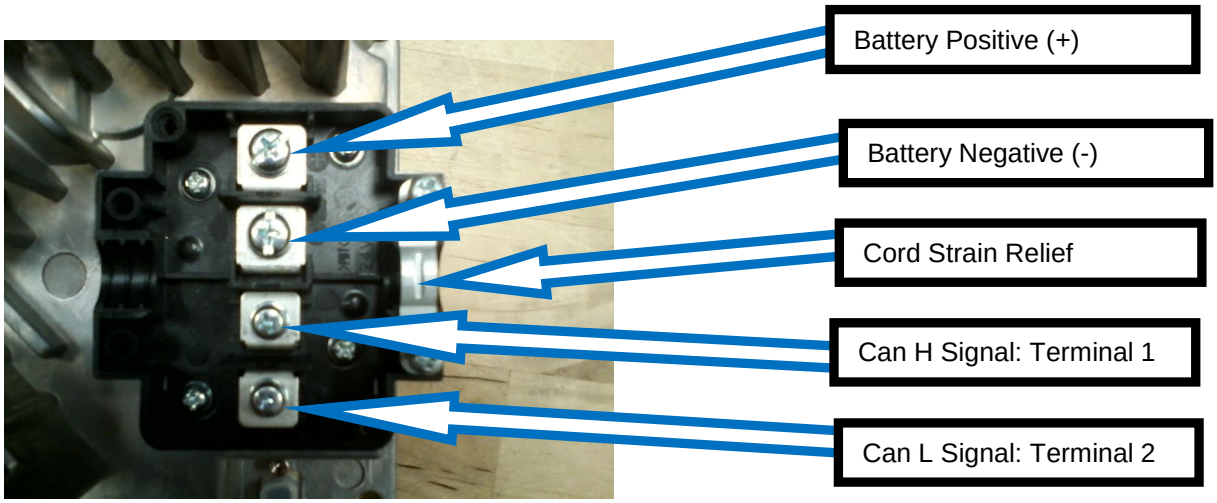

***Figure 6.2-2: DC Terminal Block - Models 29310, 29710, 29910, & 30610***
**⚠WARNING: DO NOT CONNECT EXTERNAL TEMPERATURE SENSOR OR LOCKOUT WIRES TO THE CHARGERS LISTED IN FIGURE 6.2-2 OR DAMAGE TO THE CHARGER WILL OCCUR.**
**⚠WARNING: DO NOT CONNECT LOCKOUT WIRES TO THE CHARGERS LISTED IN FIGURE 6.2-2 OR DAMAGE TO THE CHARGER WILL OCCUR.**